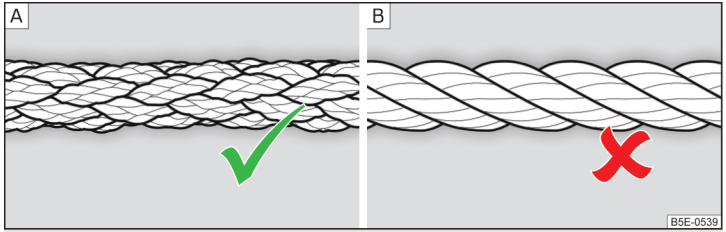

Fig. 180 **Braided tow ropes/spiral tow rope**
A braided tow rope must be used for towing » Fig. 180 - A.
- Spiral tow ropes must not be used for towing » Fig. 180 - B, the towing eye may unscrew out of the vehicle - risk of accident.